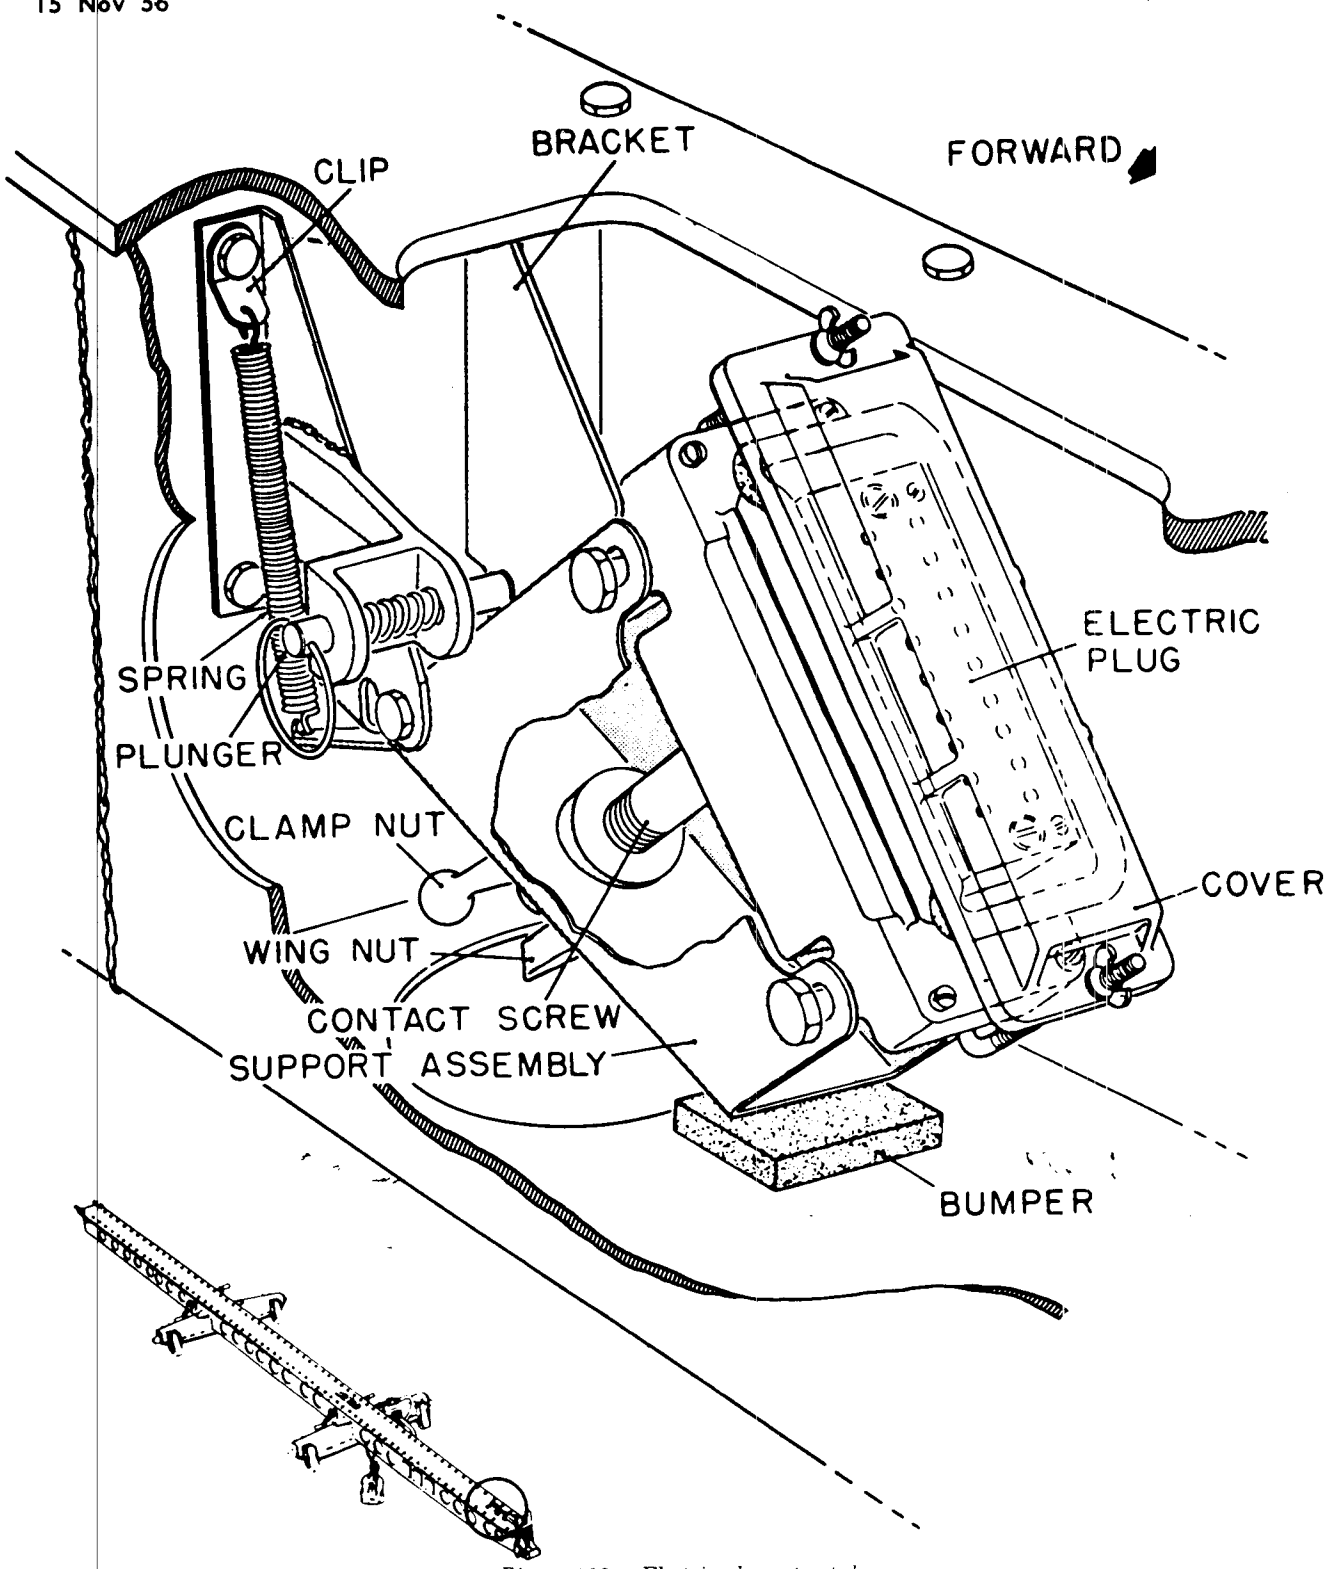
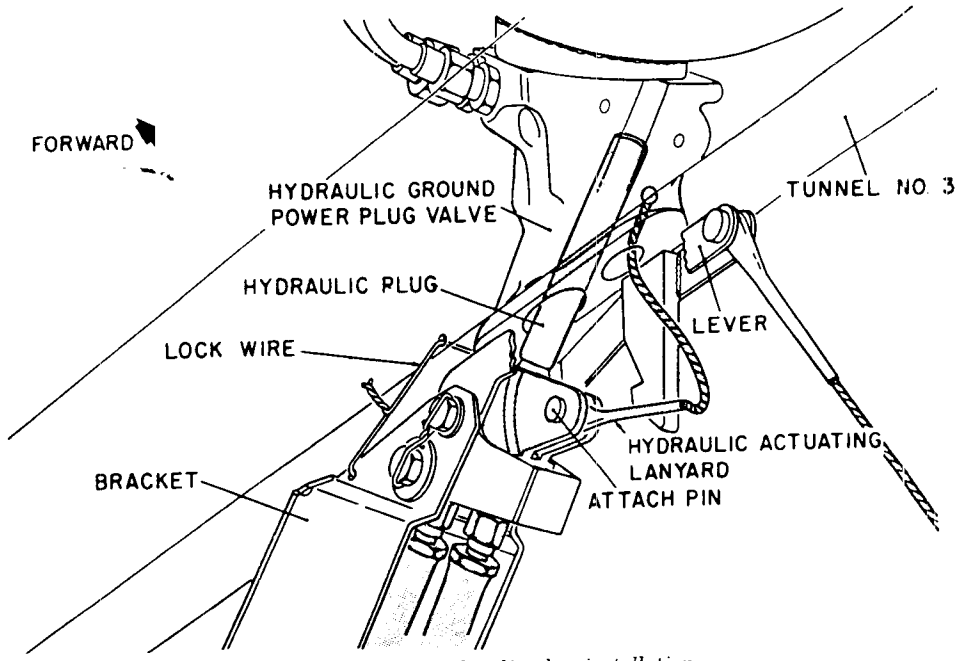

*Figure 166. Electric plug retracted.*
*Figure 170. Hydraulic plug installation.*
**6** and **7** prepare the rail to receive the missile by loosening the clamp and wing nuts on the hook assembly and by latching the forward support, electric plug, and the missile hydraulic quick-disconnect plug in the retracted position (figs. 166, 167, and 168).
**1** removes the cover from the electrical plug and the ground power plug and insures each plug will seat properly in the missile. He then retracts both plugs and replaces the protective covers (figs. 166, 167, and 170). In figure 170, the hydraulic actuating lanyard is not shown in its finally installed position. When completely installed, the pivot arm is up and the actuating lanyard coiled rather than straight.